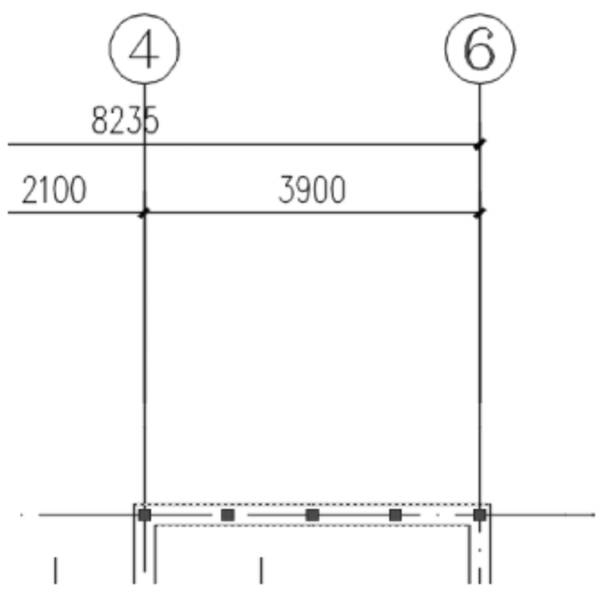

图 3-16 墙体分段
墙体分段如图 3-16 所示。
(2) 选择如图 3-16 所示的墙体，以墙体的中点为分界点，将墙体一分为二。
(3) 保存图形。将图形以“墙体分段.dwg”为文件名进行保存。命令行提示如下。